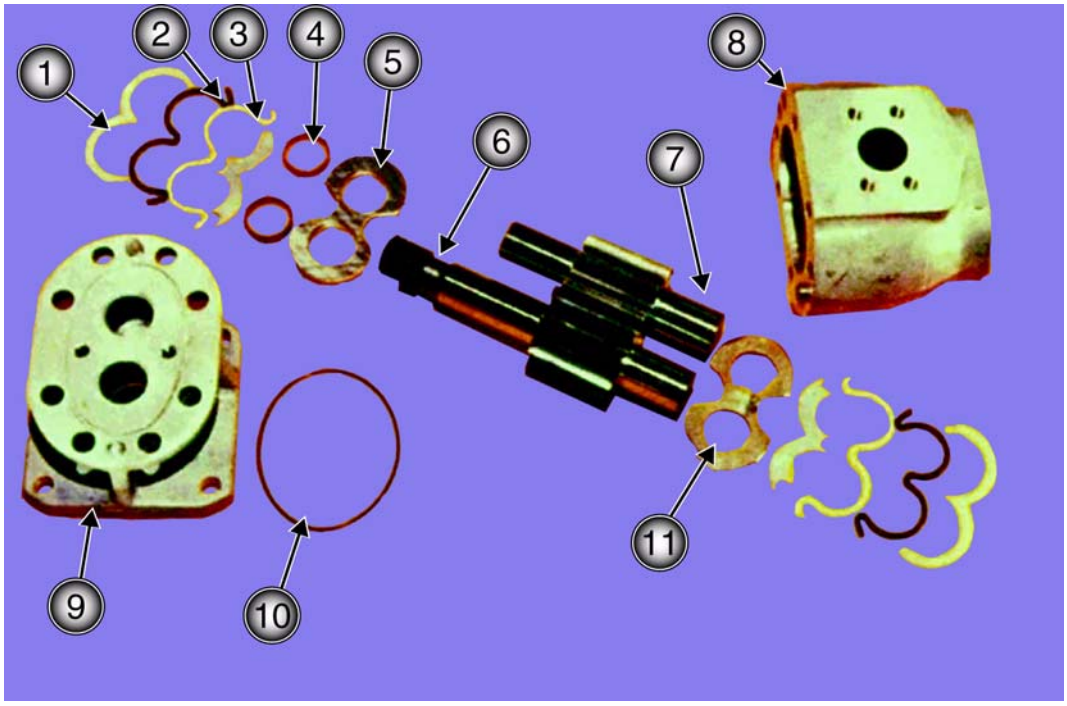

**Figure 53**
Figure 53 shows the components of the gear pump: seal retainers (1), seals (2), seal back- ups (3), isolation plates (4), spacers (5), a drive gear (6), an idler gear (7), a housing (8), a mounting flange (9), a flange seal (10) and pressure balance plates (11) on either side of the gears.